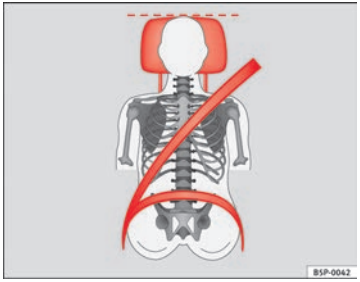
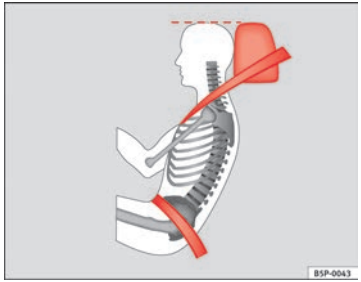

Fig. 68 Front view: head restraints and seat belts correctly adjusted
Fig. 69 Side view: head restraints and seat belts correctly adjusted
– Adjust the head restraint so that the top is at the same level as the top of your head or as close as possible to the same level as the top of your head, at least at eye level ⇒ fig. 68 and ⇒ fig. 69.